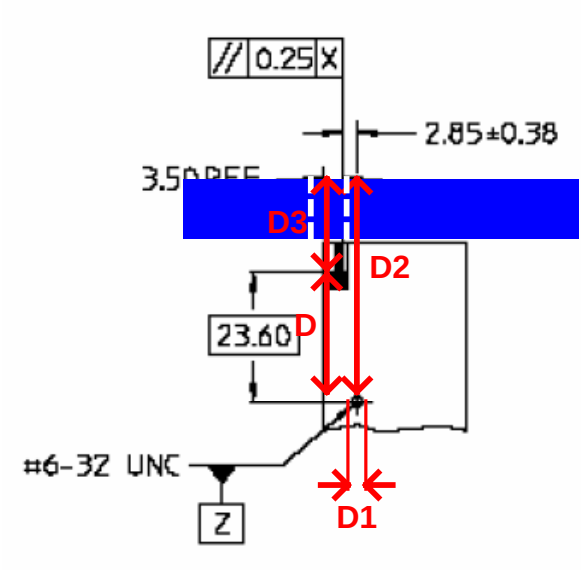

Figure 10
2. Place the drive against a flat surface, with the back surface of the drive (i.e. the "end of the device factor") flush against the face of the flat surface, see Figure 10.
3. Using the outside measurement jaws of the calipers measure from the face of the flat surface to the edge of the mounting hole as seen in Figure 10. Record this measurement as *D2*.
4. Using the depth measurement of the caliper measure from the face of the flat surface, through a hole in the flat surface to the back of the tongue of the connector plug, see Figure 10. Record this value as *D3*.